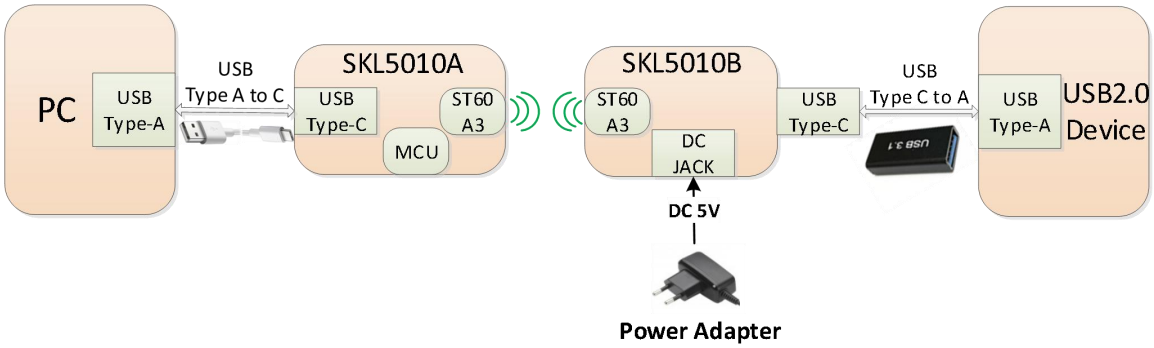

Figure 6. Paired connection between a USB host and USB device
(1) With power disconnected, check the module models, USB mode and antenna orientations. Connect end A to the USB host and end B to the USB device. Use a USB cable matching end A's connector; connect the device through end B's Type-C interface.
(2) Connect external 5 V to end B and check polarity and common ground. End A is powered by the host USB port. For the connection arrangement, see Figure 6.